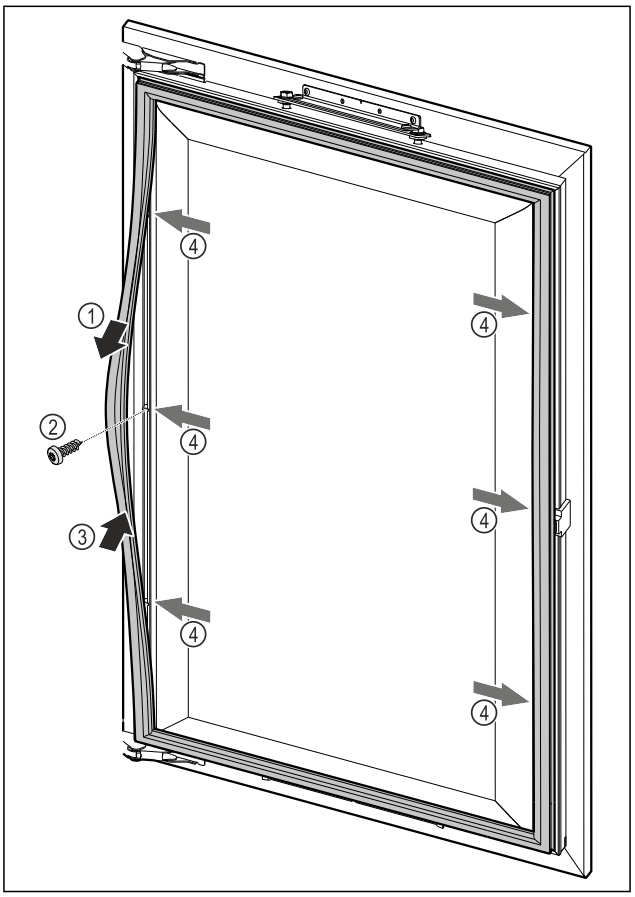

Fig. 105
▶ Loosen the magnetic door seal at certain points *Fig. 105 (1)*, screw on the unit door through the drill hole underneath *Fig. 105 (2)* and snap the magnetic door seal back into place *Fig. 105 (3)*.
▶ Repeat this step at all fastening points *Fig. 105 (4)*.